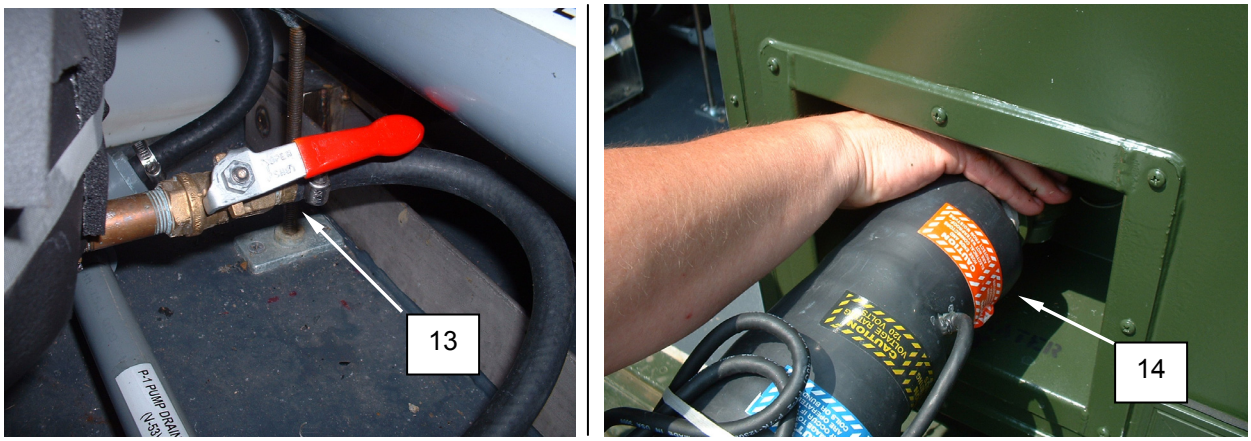

Figure 14. Sodium Bisulfite Preservation Procedure.
15. Shut off water supply, open P-1 pump drain **(Figure 14, Item 13)** to relieve water pressure, and disconnect water supply hose **(Figure 14, Item 14)**. Ensure QD cap is reinstalled.